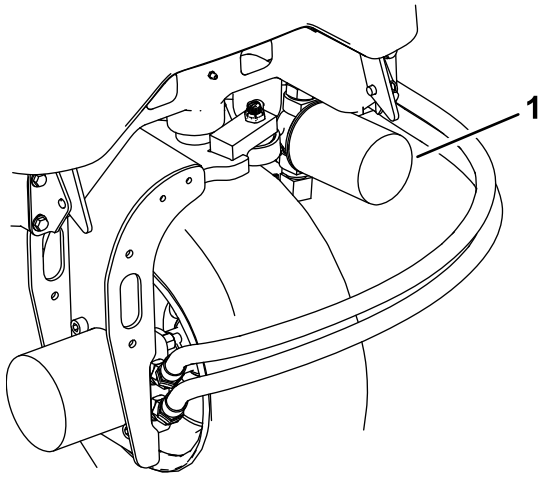
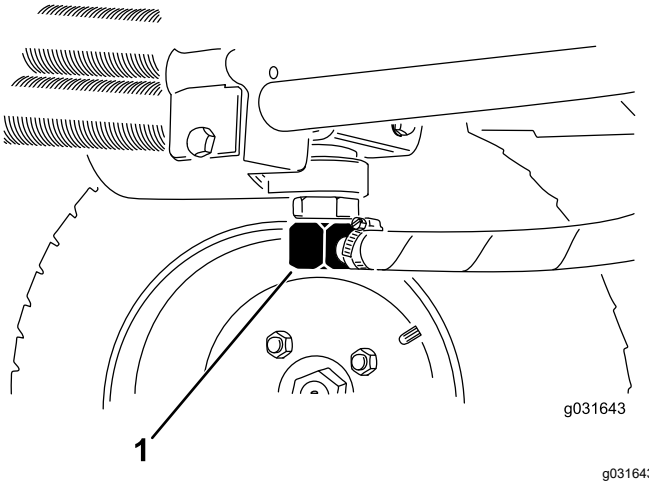

图 65
图 66
3. 清洁滤芯安装区周围的区域在滤芯下面放置一个放油盘然后拆下滤芯图 65。
2. 断开液压管线与油箱的连接或卸掉液压油滤芯让液压油流入放油盘图 65和图 66。
3. 液压油停止排出时安装液压管线图 66。